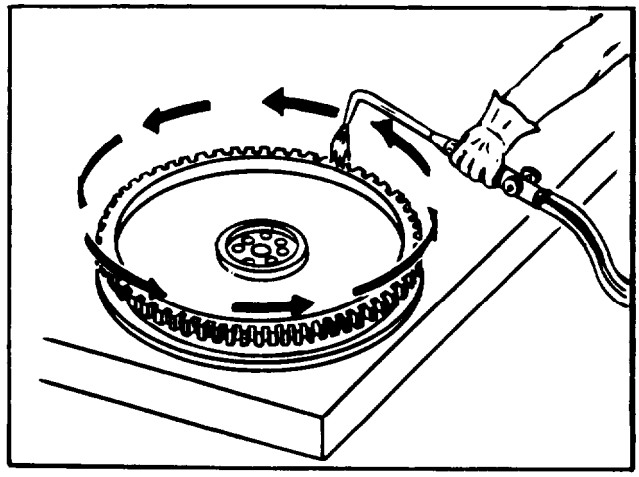

Figure 5-48C
a. Remove the flywheel from the vise and place it on a flat surface with the side the ring gear slips over face up (refer to Figure 5-48C).